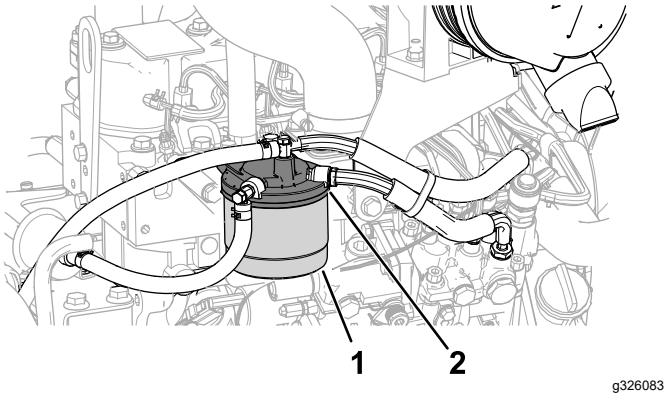

Figure 60
1. Nettoyez la surface autour de la tête du filtre à carburant (Figure 60).
2. Déposez le filtre et nettoyez la surface de montage de la tête du filtre (Figure 60).